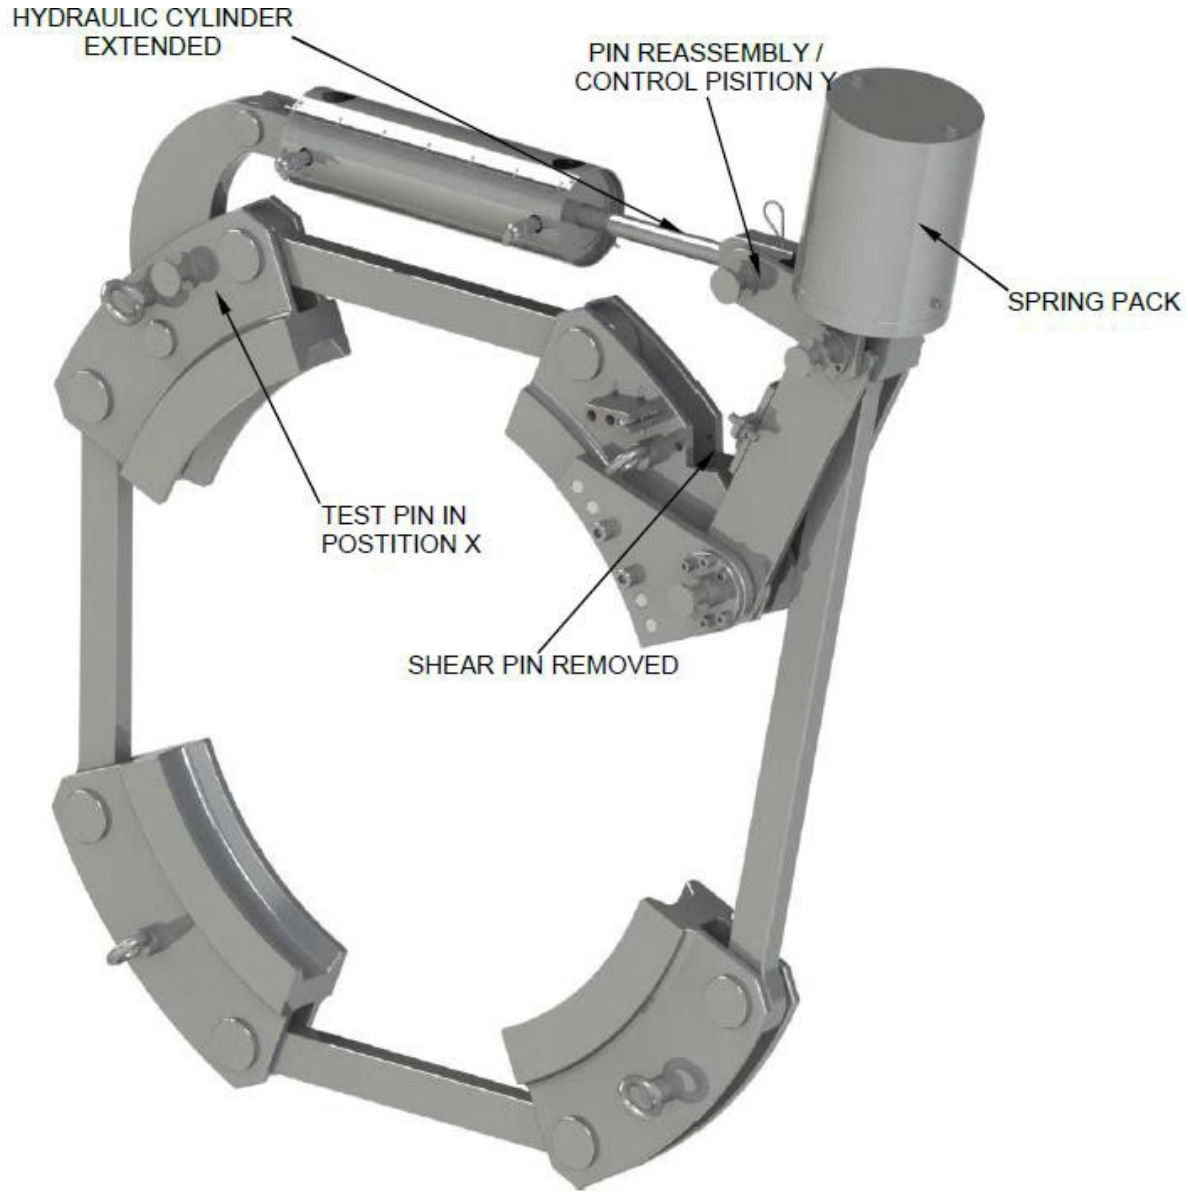
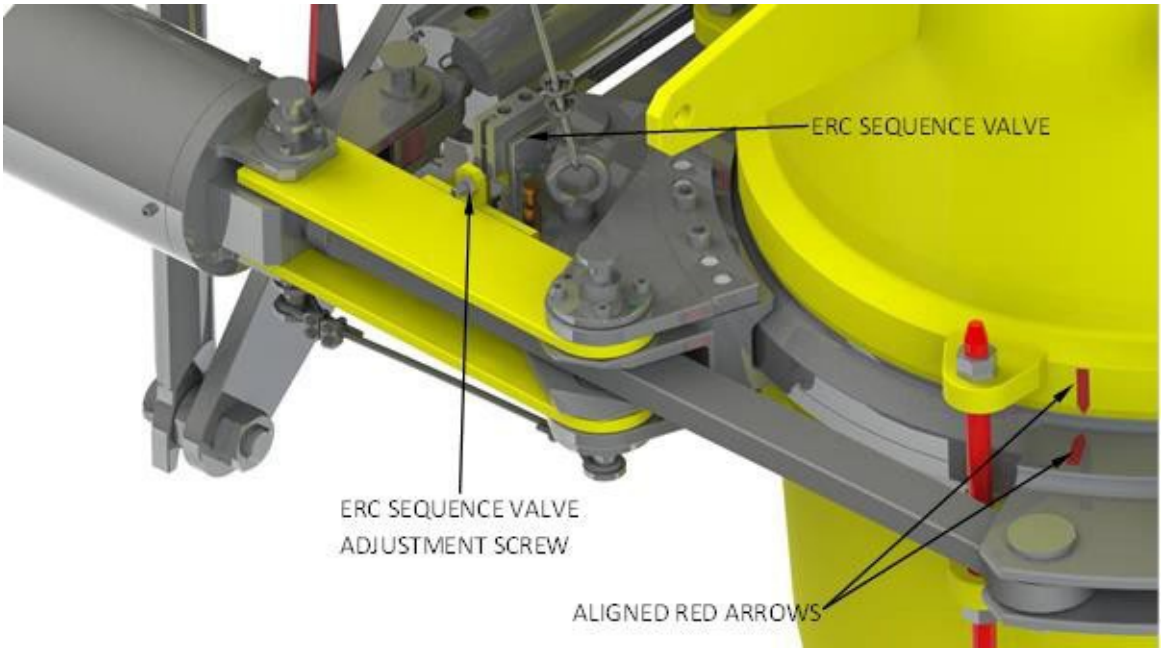

Figure 7 - INTERLOCK VALVE REASSEMBLY
Figure 8 - ERC SEQUENCE VALVE LEVER AND ADJUSTMENT SCREW CORRECTLY SET
13. After the ERC has been reconnected, check that the ERC sequence valve adjustment is not damaged and it is correctly pushing the ERC sequence valve lever (as shown in Figure 7 and Figure 8).